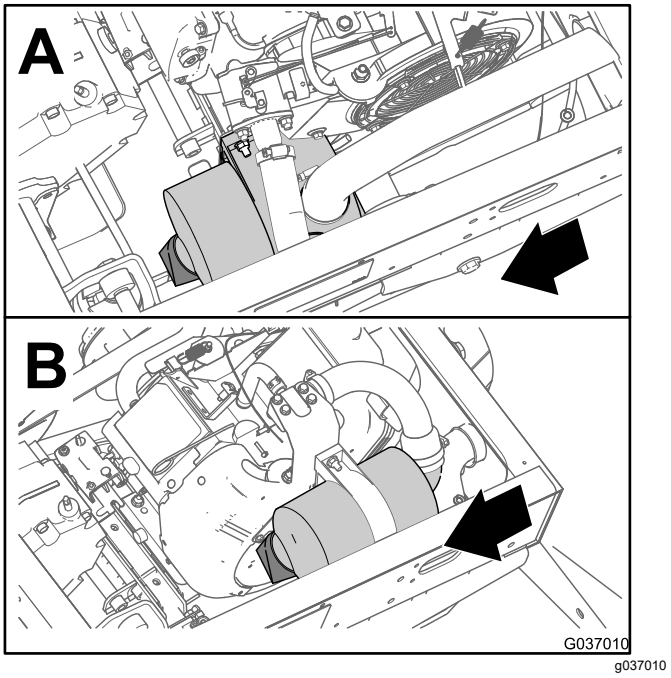

Figur 36
2. Undersök om luftrenarhuset har skador som skulle kunna orsaka en luftläcka (Figur 36 och Figur 37).